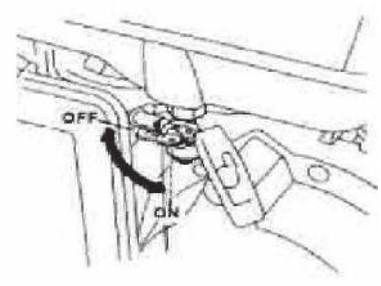

Рис. 3
1. Переведите топливный кран в положение **«Открыто»**. *(Рис. 3)*